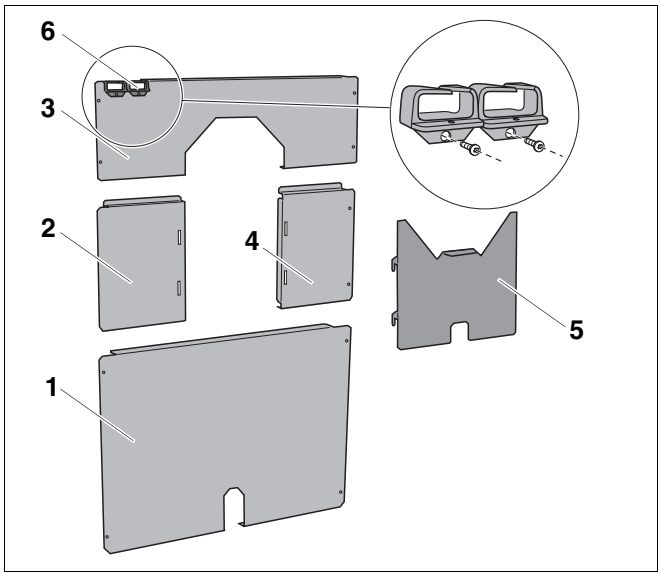

Рис. 42 Задняя стенка из 5 элементов
– нижний элемент задней стенки (рис. 42, **поз. 1**)
– средняя левая задняя стенка (рис. 42, **поз. 2**)
– верхний элемент (рис. 42, **поз. 3**)
– средняя правая задняя стенка (рис. 42, **поз. 4**)
– накладная пластина для задней стенки (рис. 42, **поз. 5**)
– 2 кабельных ввода (рис. 42, **поз. 6**)
- Установить кабельные вводы (рис. 42**, выноска**), закрепив их винтами к верхней задней стенке (рис. 42, **поз. 3**).